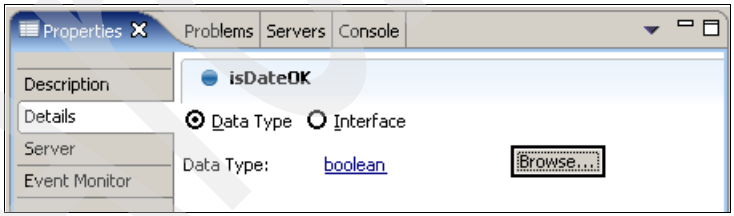

Figure 10-35 Adding a variable and selecting the data type
c. Click **Browse** (Figure 10-35).